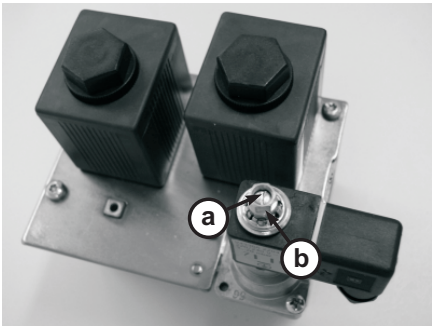

Рис. 17
7. на гайку модулятора (рис. 17/b) газового клапана установите ключ № 8 и поворотом налево или направо настройте мксимальную мощность котла согласно табл. 6..
2. Осторожным поворотом пластмассового винта (рис. 17/b) с помощью крестовой отвертки дорегулируем на модуляторе газового клапана сниженную мощность согласно табл. 6.